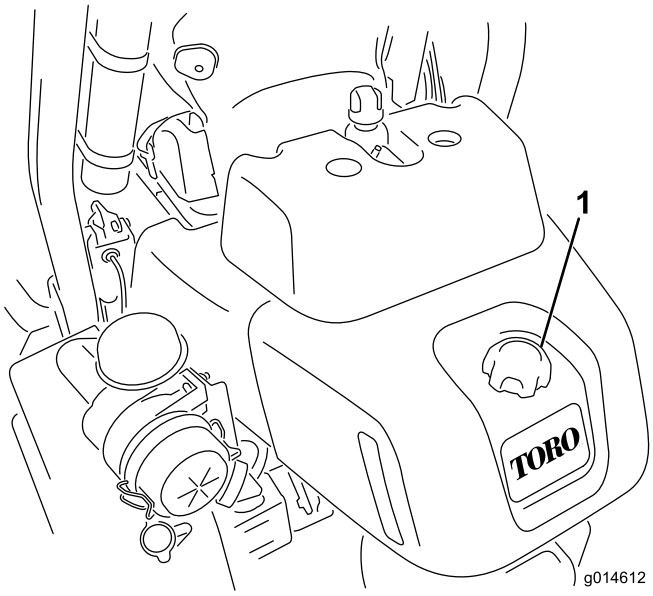

Figur 26
1. Gör rent omkring tanklocket (Figur 26).